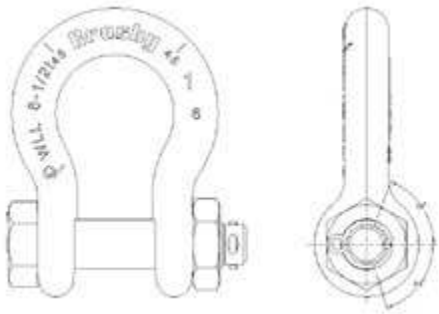

Figura 1
2. Las puntas de las chavetas deben ser dobladas en direcciones opuestas alrededor del perno o tornillo como se indica en la Figura 1 más abajo.